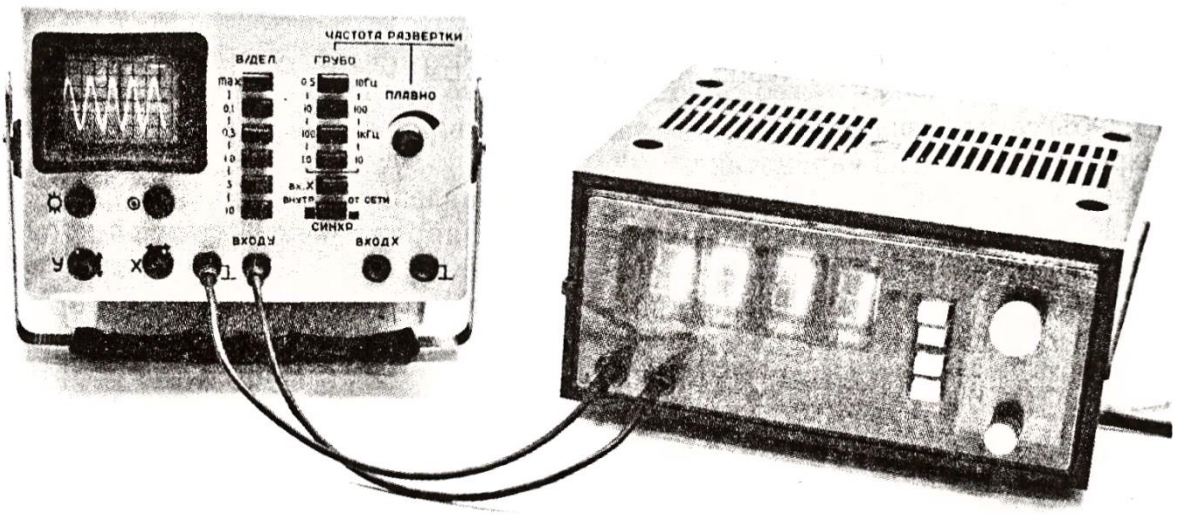

Рис. 8
1. Подайте переменное напряжение от звукового генератора на входы «Y» и «⊥» осциллографа (рис. 8). Кнопками переключателя делителя входного напряжения установите амплитуду колебаний в пределах экрана электронно-лучевой трубки.